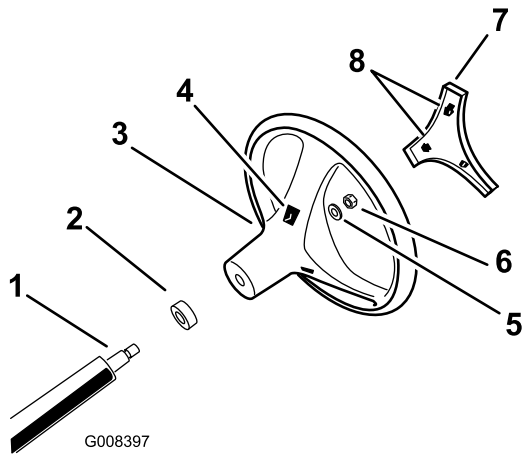

Figur 3
4. Fastgør rattet på akslen med møtrikken (Figur 3). Tilspænd møtrikken med et moment på 24–30 Nm.